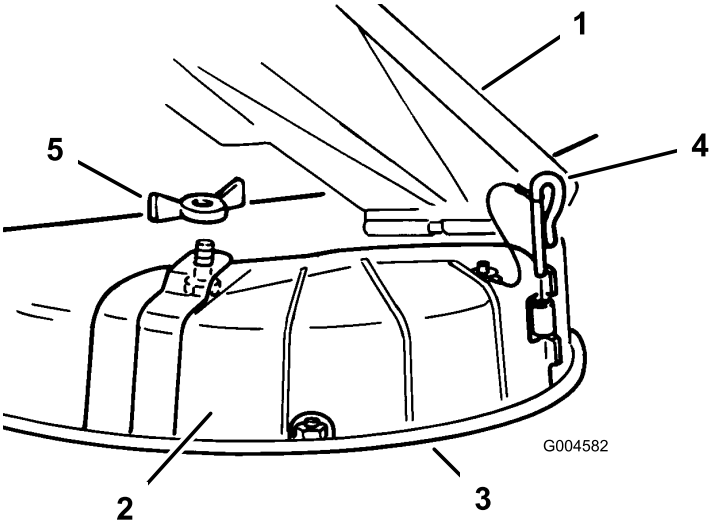

Figur 22
3. Fjern vingemøtrikken og bolten, der holder dækslet på plads (Figur 22).
4. Fjern hængselstappen, der fastgør dækslet på skjoldet (Figur 22).
3. Løft græsdeflektoren, placer udblæsningsdækslet over åbningen på plæneklipperens nederste kant, og skub det på plads i det forreste hængsel (Figur 22).
4. Træk hængselstappen gennem hængslet (Figur 22).
5. Fastgør udblæsningsdækslet på plæneklipperen vha. vingemøtrikken (Figur 22).